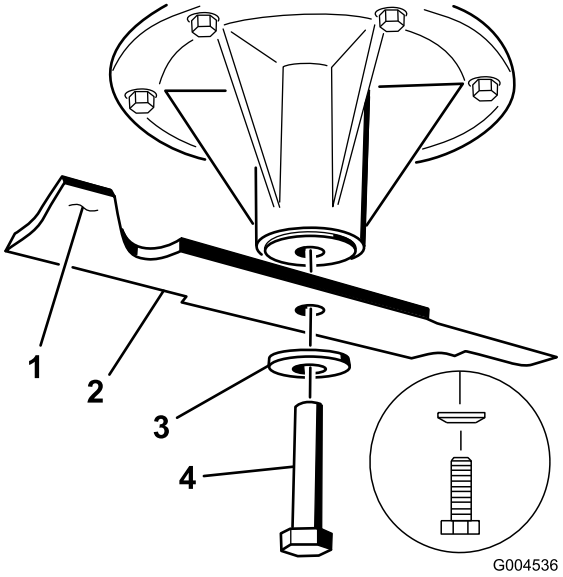
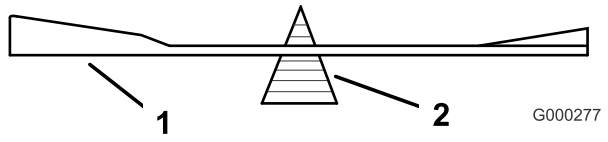

**Figure 65**
Figure 68
2. Pour les tabliers de coupe de 40 et 48 pouces, enlevez le boulon de lame, la rondelle bombée et la lame de l'axe de pivot (Figure 65).
2. Vérifiez l'équilibre de la lame en la plaçant sur un équilibreur (Figure 68). Si la lame reste horizontale, elle est équilibrée et peut être utilisée. Si la lame est déséquilibrée, limez un peu l'extrémité de la partie relevée seulement (Figure 65). Répétez la procédure jusqu'à ce que la lame soit équilibrée.
1. Placez la lame sur l'axe (Figure 65).
**Important: Pour obtenir une coupe correcte, la partie relevée de la lame doit être tournée vers le haut et dirigée vers l'intérieur du tablier de coupe (Figure 65).**
2. Sur les tabliers de coupe de 40 et 48 pouces, montez la lame, la rondelle bombée et le boulon de lame (Figure 65).